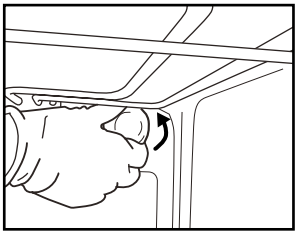

Рис. 6
2. Выкрутите плафон (*Рис. 6*), замените лампу (тип лампы указан в примечании) и накрутите плафон в исходное положение.